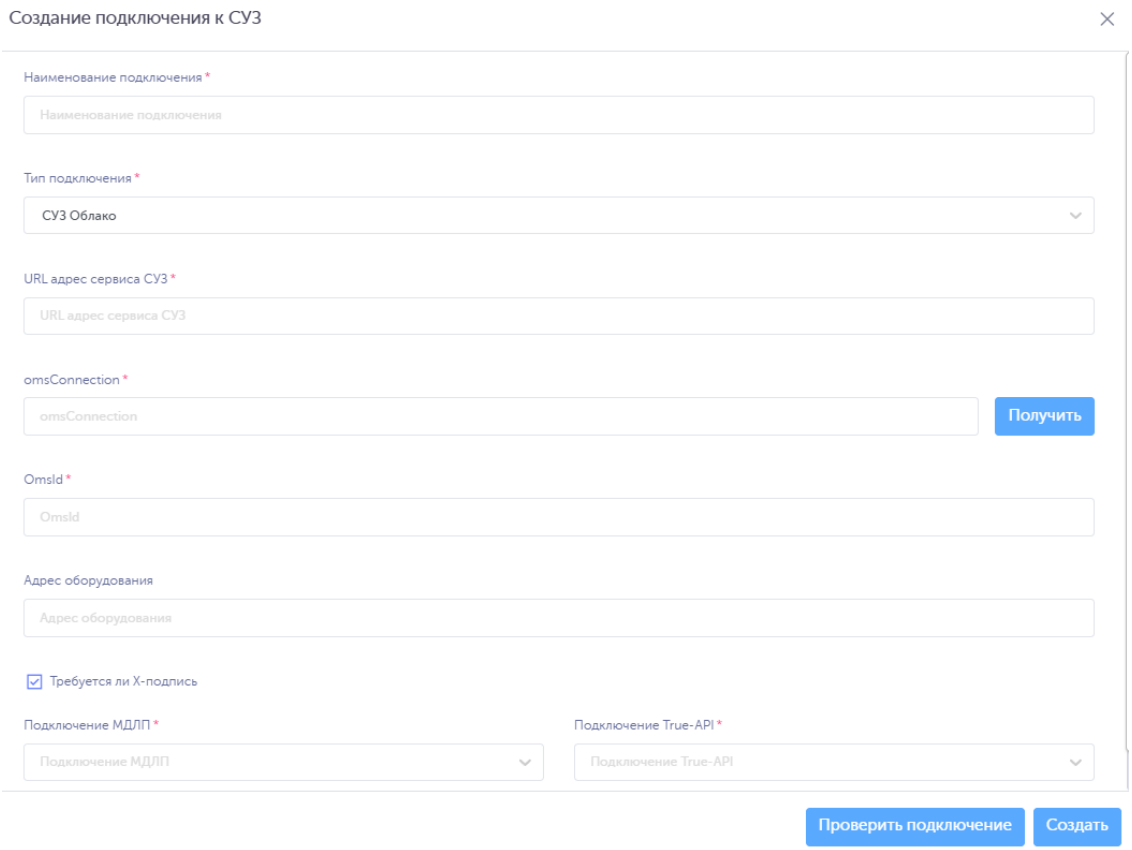

Рисунок 2-182
2) в открывшейся форме «Создание подключения к СУЗ» (Рисунок 2-182) заполнить соответствующие поля;